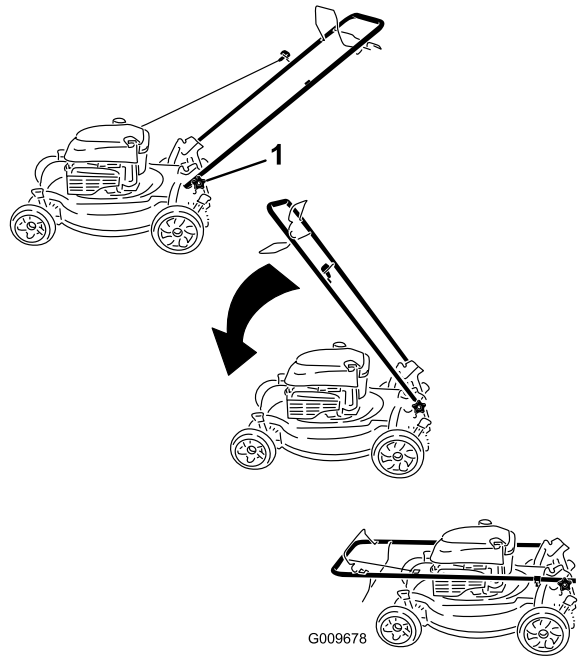

Figuur 26
1. Draai de knoppen van de handgreep los totdat u het bovenste deel van de handgreep vrij kunt bewegen (Figuur 26).
1. Handgreepknoppen (2)
2. Beweeg de handgreep naar voren zoals word getoond in Figuur 26.